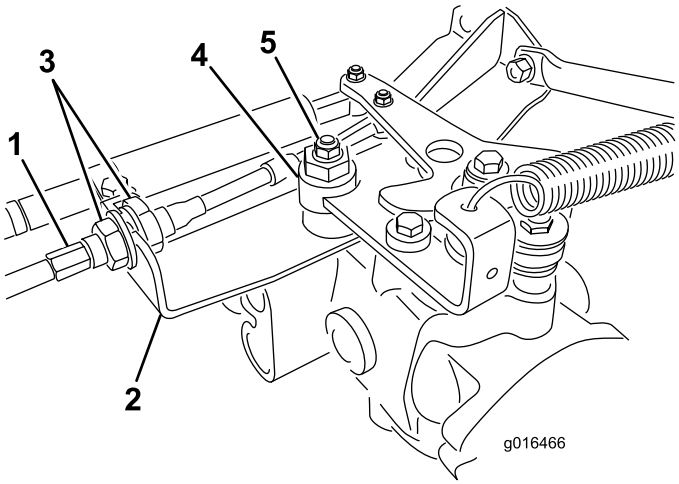

Figur 43
A. Løsn begge kontramøtrikkerne, der fastgør traktionskontrolkablet til kantpladen på hydrostaten (Figur 43). Sørg for, at kontramøtrikkerne er løsnet lige meget og kan justeres tilstrækkeligt.
B. Løsn den bolt, der fastgør den excentriske bolt til den øverste del af hydrostaten (Figur 43).
D. Drej den excentriske bolt, indtil der ikke forekommer krybning i nogen retning. Når hjulet holder op med at dreje, skal den møtrik, der låser den excentriske bolt og justeringen, tilspændes (Figur 43). Kontroller indstillingen med gashåndtaget i positionerne langsom og hurtig.
E. Låsemøtrikkerne skal tilspændes **lige meget** fra hver side af kantpladen for at fastgøre traktionskablet til kantpladen (Figur 43). Vrid ikke kablet.